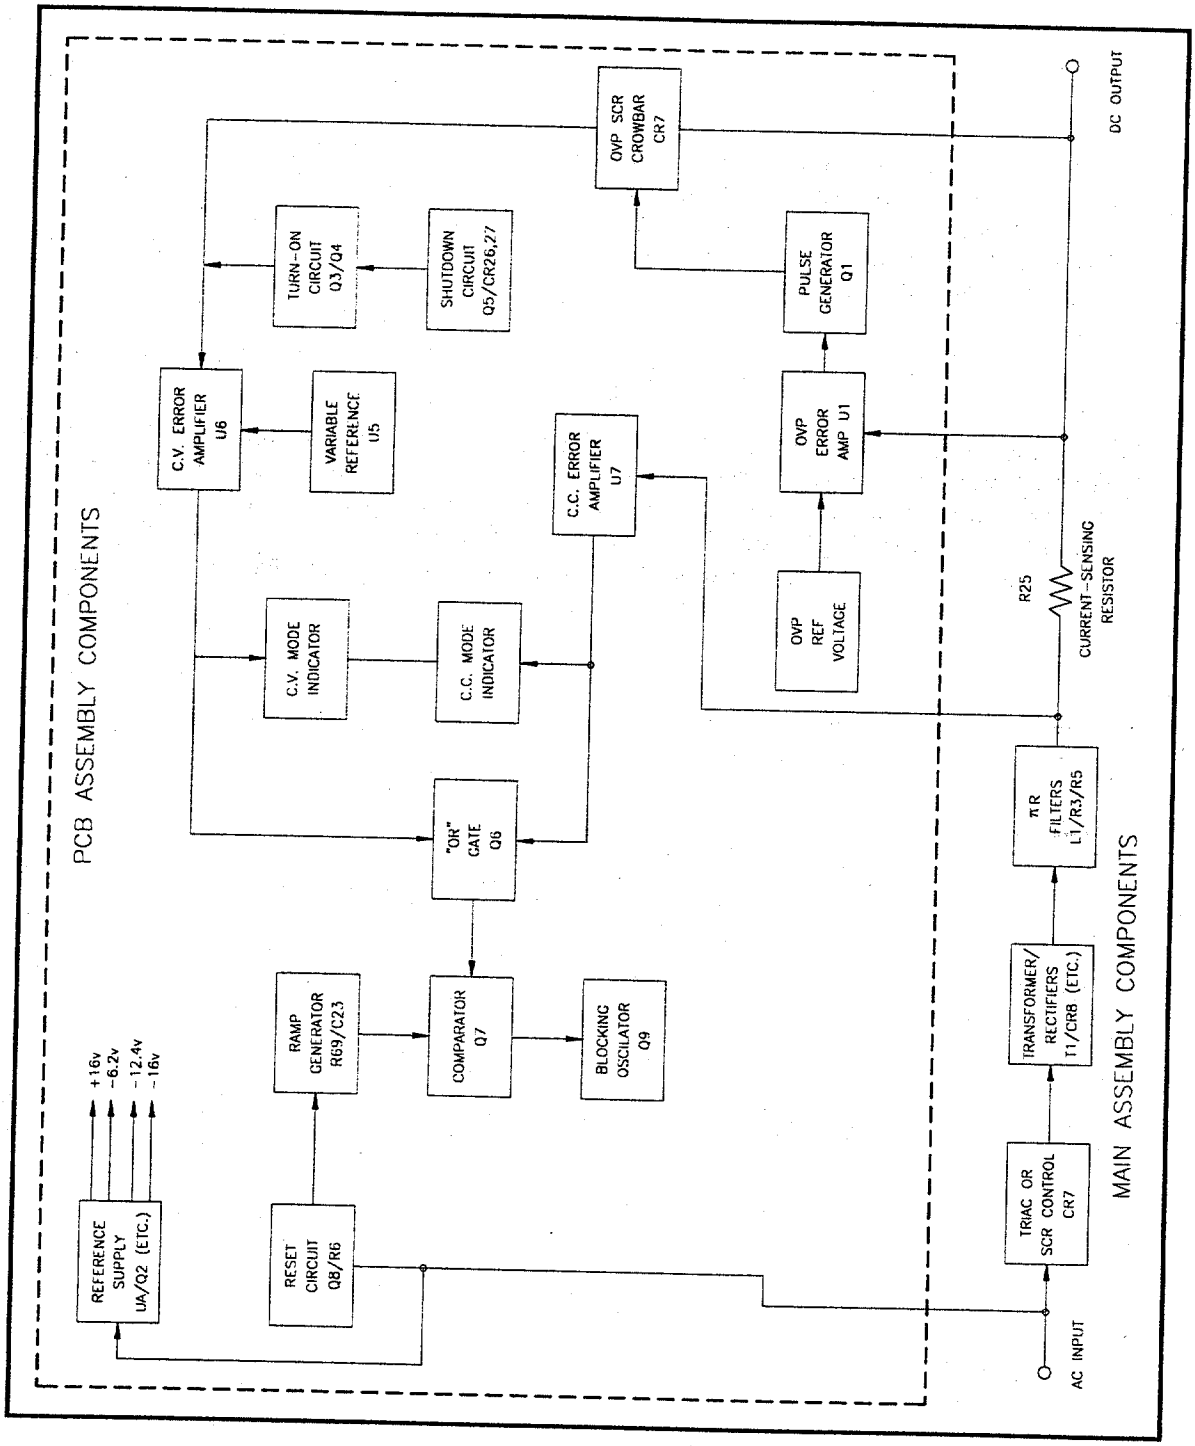

Figure 1-2 DCR-B2 Functional Block Diagram
1.3 BLOCK DIAGRAM ANALYSIS (FIGURE 1-2) 3
1.3 ..... BLOCK DIAGRAM ANALYSIS (FIGURE 1-2)